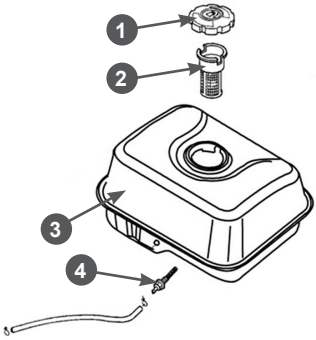
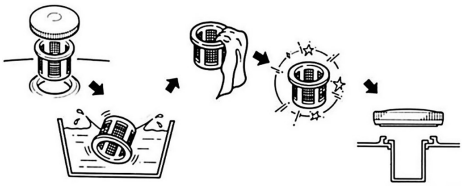

Рис. 22 Топливный бак и топливные фильтры
Рис. 23 Обслуживание сетчатого фильтра в горловине топливного бака
В топливном баке установлены два сетчатых топливных фильтра. Один фильтр устанавливается в заливной горловине топливного бака. Второй фильтр конструктивно объединен со штуцером топливного бака и установлен внутри бака (Рис. 22).
Топливный фильтр 2, установленный в горловине бака, проверяйте при каждой заправке бака топливом (Рис. 22). При необходимости вынимайте сетчатый фильтр из бака и производите его очистку (Рис. 23). Регулярно проверяйте целостность сетчатого фильтра, при обнаружении механических повреждений замените сетчатый фильтр.
Каждые 300 часов работы или один раз в год в зависимости от того, что наступит раньше, необходимо производить очистку топливного бака от грязи и конденсата. Перед этим рекомендуется полностью выработать топливо. Одновременно с очисткой топливного бака необходимо проверять и очищать фильтр 4, установленный внутри бака (Рис. 22). Поврежденный или сильно загрязненный фильтр необходимо заменить.
3. Выкрутите из топливного бака выходной штуцер 4 и произведите его очистку (Рис. 22). Внимательно осмотрите сетчатый фильтр. При обнаружении механических повреждений замените штуцер топливного бака.